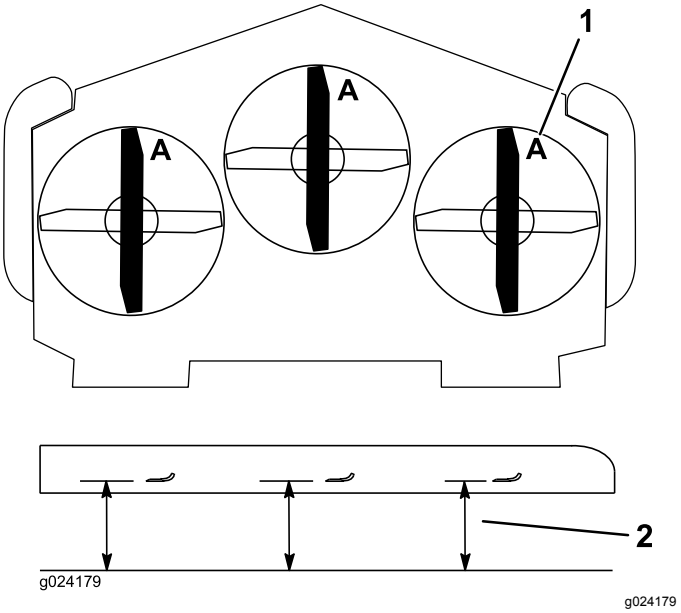

Figur 90
3. Rotera knivarna tills ändarna vetter framåt och bakåt (Figur 90).
4. Mät från ett jämnt underlag till knivens egg vid punkt **A** på knivarna (Figur 90). Anteckna detta mått.